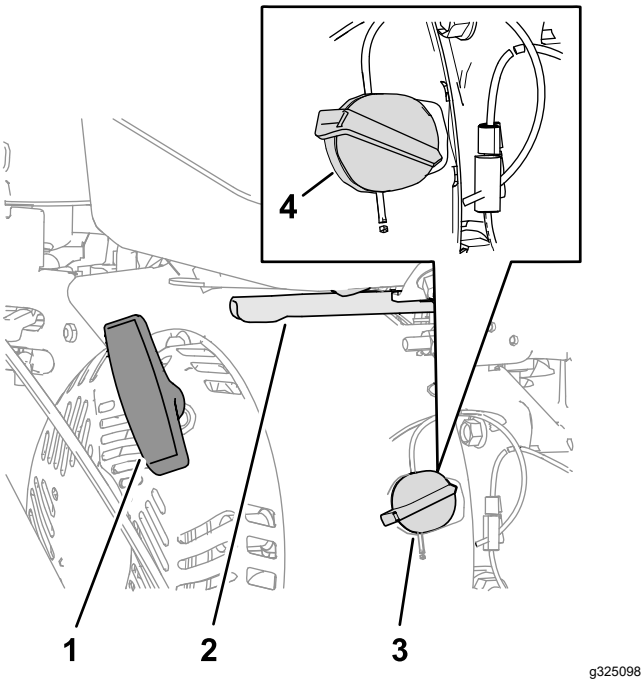

Figure 12
1. Sur le côté droit moteur, tournez la commande marche/arrêt du moteur dans le sens horaire à la position MARCHE (Figure 12).
3. Placez la commande d'accélérateur, située sur le côté arrière droit du moteur, à mi-course entre les positions HAUT RÉGIME et BAS RÉGIME (Figure 12).
4. Tirez lentement la poignée du lanceur jusqu'à ce que vous sentiez une résistance, puis arrêtez de tirer (Figure 12).
2. Placez la commande d'accélérateur à mi-course entre les positions BAS RÉGIME et HAUT RÉGIME (Figure 12).
3. Laissez tourner le moteur pendant au moins 15 secondes, puis tournez la commande Marche/Arrêt du moteur en position ARRÊT pour couper le moteur (Figure 12).